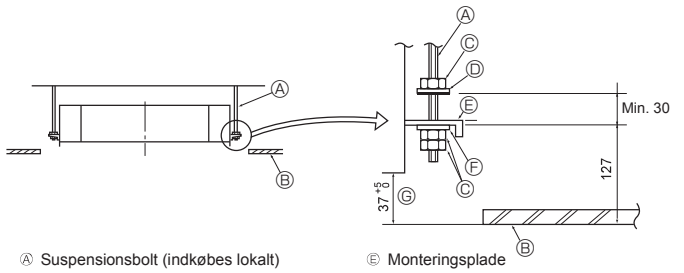

Fig. 4-5
4.5. Procedurer ved ophængning af enheden (Fig. 4-5)